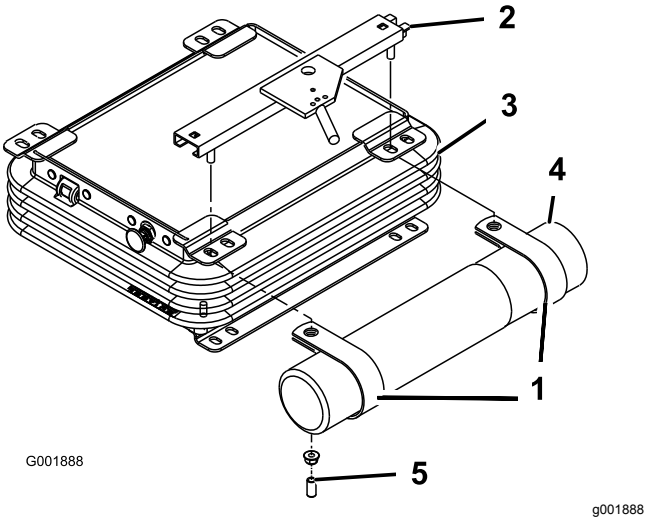

**Figur 7**
2. Fjern de to møtrikker og vinylmuffer (hvis de er monteret), der fastholder det øvre sædebeslag til sædeaffjedringens venstre side (Figur 7).
3. Sæt R-klemmerne løst på sædebeslagets tapper med de to møtrikker, der blev fjernet før (Figur 7).
4. Sæt røret til betjeningsvejledningen på R-klemmerne, og stram møtrikkerne (Figur 7).